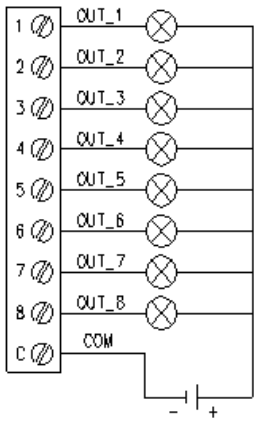

Fig. 4.8. Collegamento uscite digitali
Sul morsetto comune del connettore (C) va collegato il riferimento di massa della tensione da innescare (Fig. 4.8). in stato di: